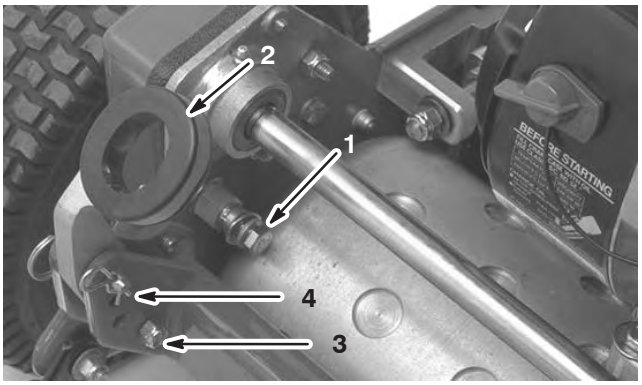

Figur 1
2. Fjern låsemutterene og hodeskruene som holder enden av styrarmene festet på hver side av gressklipperen, som vist på figur 1.